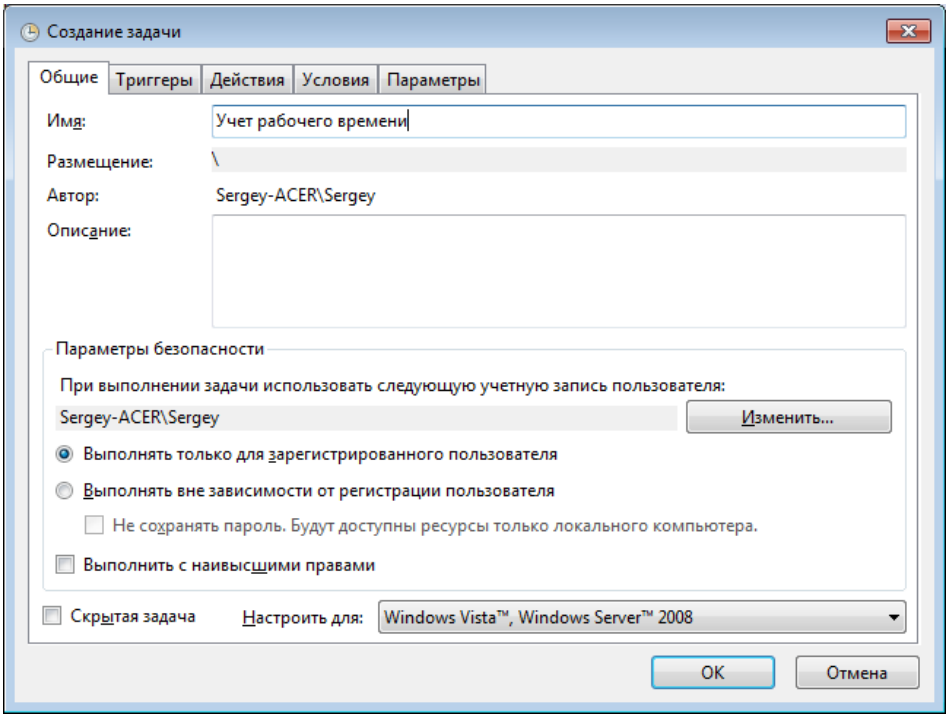

Рисунок 9-106 Ввод названия программы
– на вкладке «Общие» ввести название задачи, например, «Учет рабочего времени» (см. Рисунок 9-106);